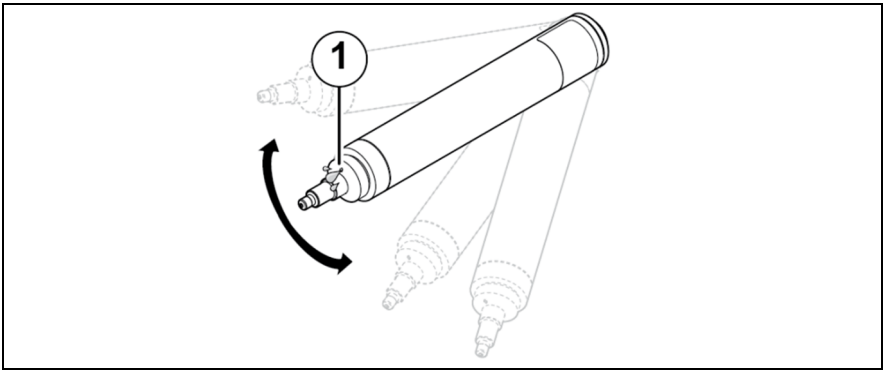

Fig. 12: Shaking the sensor body dry
▶ Shake the sensor body dry several times (see Fig. 12, p. 25).